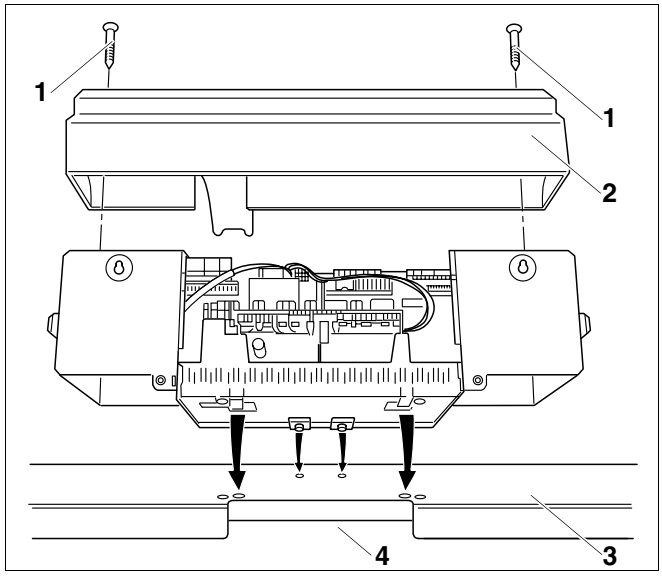

Afb. 59 Regeltoestel monteren
- Draai de beide schroeven (afb. 59, **pos. 1**) van de afdekkap voor de aansluitklemmen (afb. 59, **pos. 2**) los.
- Verwijder de afdekkap voor de aansluitklemmen (afb. 59, **pos. 2**) langs boven.
- Kantel het regeltoestel lichtjes naar voren en plaats het zo, dat de inschuifhaakjes vooraan in de ovale boringen passen. Schuif het regeltoestel naar voor en kantel het naar achteren, tot de beide elastische haakjes rechts en links vastklikken (pijlen - afb. 59).
- Leid de capillaire leiding door de kabeldoorgang (afb. 59, **pos. 4**) en rol ze op de benodigde lengte af.
- Schroef het regeltoestel achteraan rechts en links in de kabeldoorvoer (afb. 59, **pos. 4**) met twee schroeven vast op de voorste ketelafdekkap.